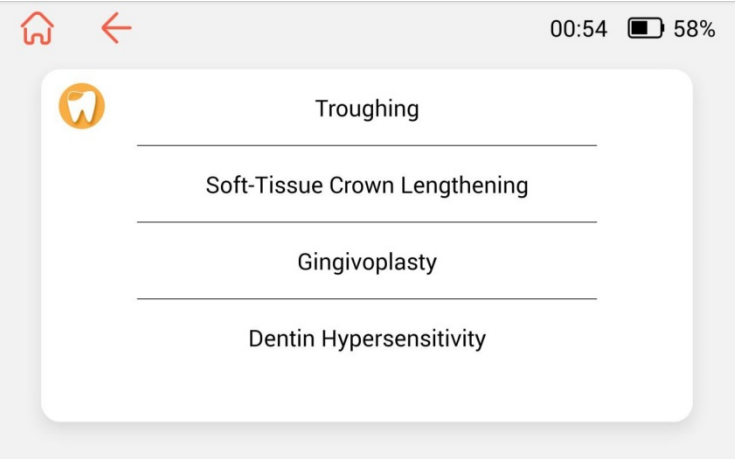

Рис.4.1 Список специальных протоколов
4.1 Выберите желаемую категорию, чтобы войти в интерфейс «List of specific protocols» (Список специальных протоколов). (Рис. 4.1)